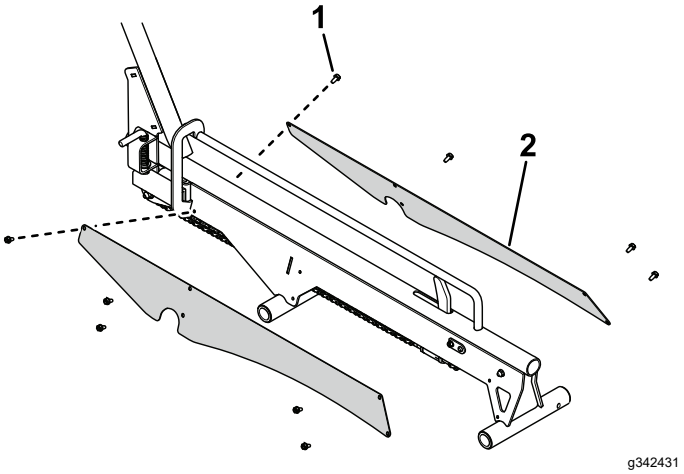

Figuur 8
10. Gebruik 10 zeskantschroeven om de kettingdeksels aan de oprijplaten te bevestigen (Figuur 8).